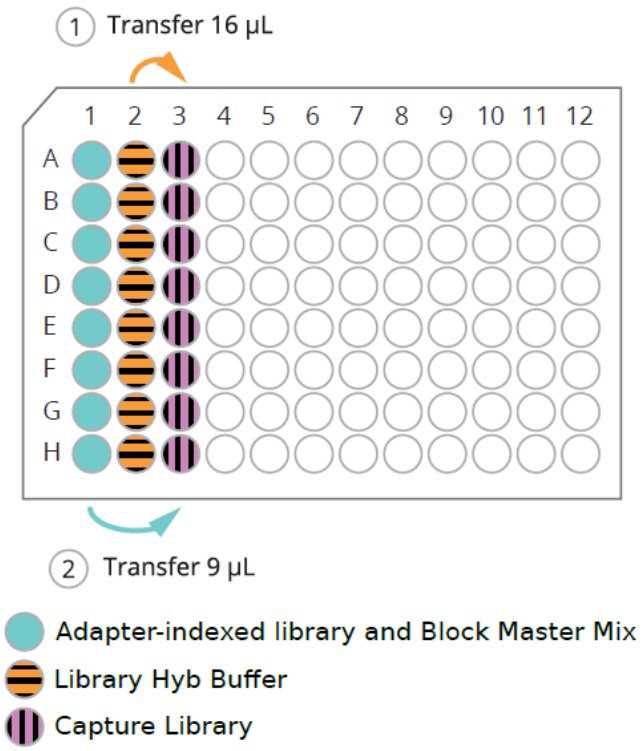

Figure 7. Transfer 16 µl from Column 2 to Column 3 and 9 µl from Column 1 to Column 3.
f. Quickly transfer **16 µl** of the **Library Hyb Buffer** (**column 2**) into the Capture Library Mix (column 3) and mix well by pipetting up and down 2-3 times (Figure 7. ①). Avoid generating air bubbles.
g. Transfer **9 µl** (entire amount) of **Block Mix with DNA library** (**column 1**) into column 3 containing the remaining reagents and mix well by pipetting up and down 5-10 times (Figure 7. ②). Avoid generating air bubbles.